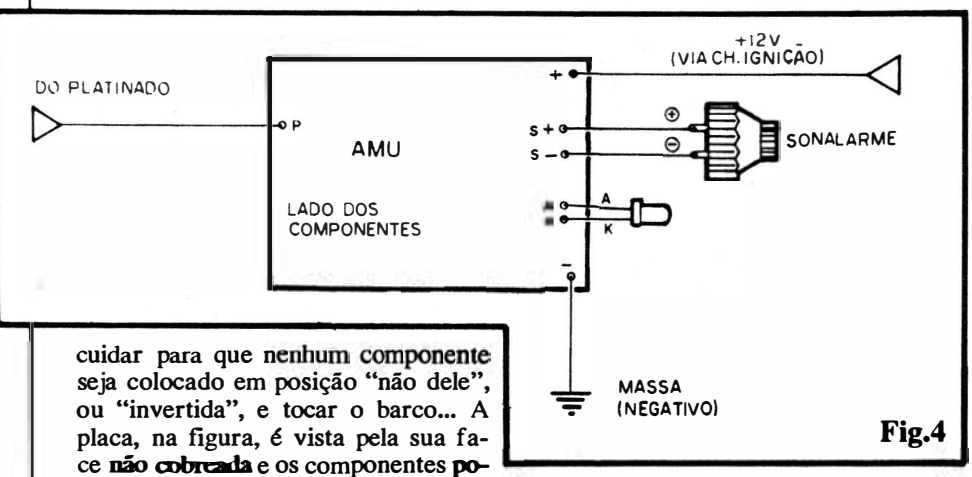

Fig.4
- **FIG. 4** - CONEXÕES EXTERNAS À PLACA - Poucas e simples (porém todas **importantes**...) e quase todas **polarizadas**, exigindo assim uma boa dose da boa e velha... ATENÇÃO! A polaridade da alimentação (aos pontos "+" e "-") deve ser cuidadosamente observada, de preferência usando-se fio **vermelho** para o **positivo** e **preto** para o **negativo**. O sinalizador piezo ("SONALARME") também tem terminais polarizados, cuja conexão aos respectivos pontos da placa deve ser feita "respeitosamente"... Quanto ao LED, como sempre é fundamental identificar e conhecer seus terminais de **anodo** (A) e **catodo** (K), ligando-os aos identificados pontos da placa... O ponto "P" refere-se à ligação de um único fio, que vai ao platinado do veículo, conforme instruções mais detalhadas em outra figura... Para quem ainda não "percebeu", no diagrama a placa continua vista pela face não cobreada (só que agora, para "descomplicar", os componentes estilizados na fig. 3 não são mais mostrados...).